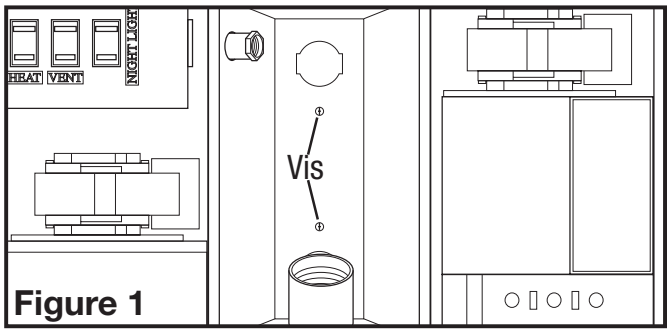

Figure 1
2. Enlever les deux vis à métaux retenant le réflecteur en place. Conserver le réflecteur et les vis dans la boîte jusqu'au besoin pour éviter qu'ils soient perdus ou endommagés **(Figure 1).**